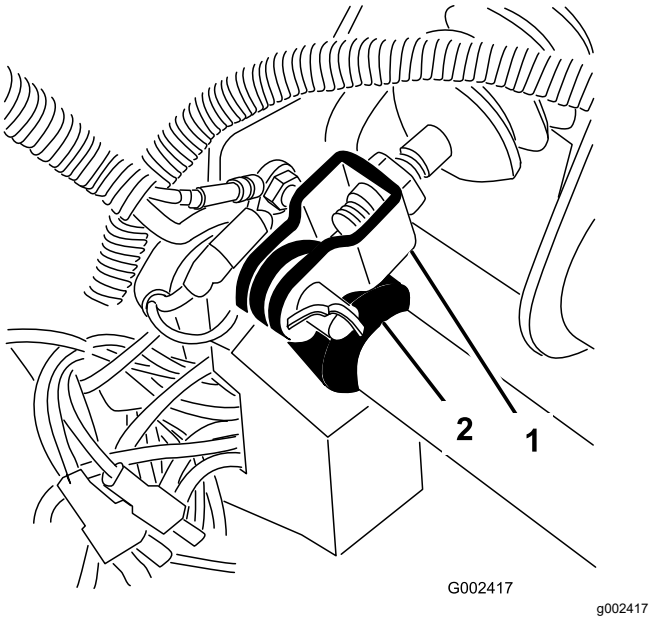

Figuur 58
1. Verwijder de R-pen en de gaffelpen waarmee de gaffel van de hoofdremcilinder is bevestigd aan het draaipunt van het rempedaal (Figuur 58).